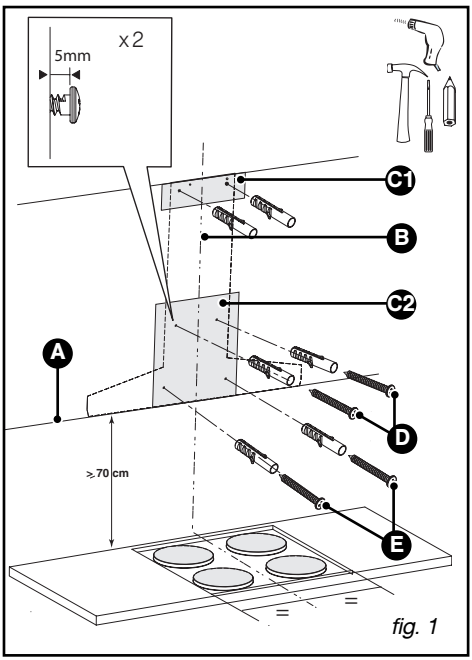

fig. 1
– Tracez un trait horizontal à 70 cm minimum du plan de cuisson (A/fig.1).
– Tracez un trait vertical (B/fig.1) sur le mur, centré par rapport au plan de cuisson et allant du plafond jusqu'en limite du trait horizontal précédent (A).
– Découpez le gabarit de perçage suivant les pointillés indiqués pour obtenir 2 parties, C1 et C2 (fig.1).
– Placez le gabarit (C2/fig.1) sur le mur en superposant le trait représentant l'axe de la hotte sur le trait vertical (B/fig.1) tracé précédemment.
– Placez le gabarit (C1/fig.1) contre le mur et en butée contre le plafond.
– Vissez les deux vis du haut de la hotte (D/fig.1) en les laissant dépasser de 5 mm.